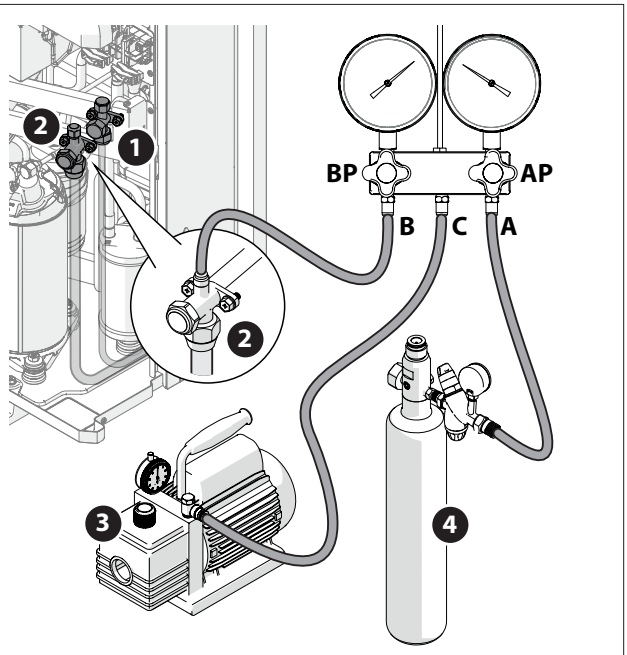

Fig. 54
– Raccordez les tuyaux de vide comme dans "Fig. 54" et les tuyaux pour la bouteille d'azote.
– Ouvrez légèrement la vanne d'arrêt **(2)** pendant quelques secondes et refermez-la (« Fig. 54 »).